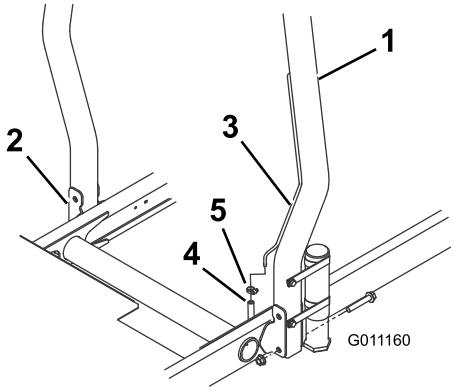

**Figur 12**
1. Senk veltebøylen på trekkenhetens monteringsbraketter på linje med monteringshullene. Kontroller at utluftingsslangen på veltebøylen er på venstre side av maskinen (Figur 12).
2. Fest hver side av veltebøylen til monteringsbrakettene med to flenshodebolter og låsemuttere (Figur 12). Stram til festene med et moment på 81 Nm.